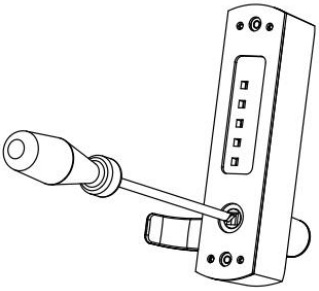
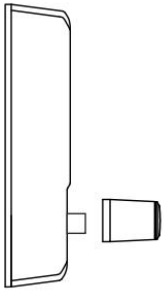

FIG7A
FIG7B
2. Lösen Sie mit einem Kreuzschlitzschraubendreher den Verriegelungsbolzen (Abbildung 7A) und bewegen Sie den Griff vom Schlosskörper weg (Abbildung 7B).